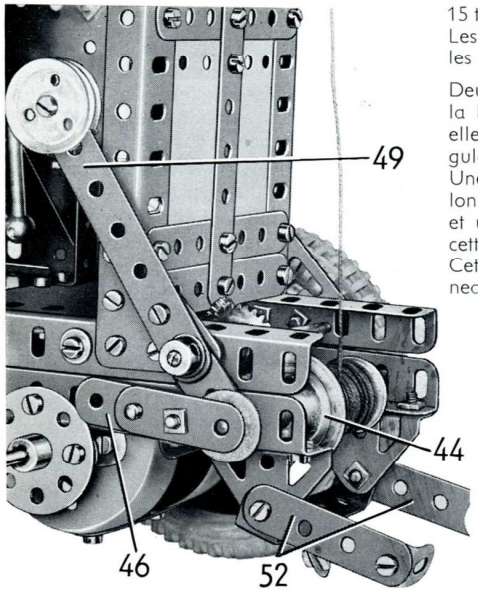

FIG. 6 *Le contrepoids et le levier montés à une extrémtié de l'arbre du tambour d'enroulement.*
L'entraînement du treuil se commande en faisant coulisser la tringle de 11,5 cm. vers le haut dans les trous allongés jusqu'à ce que l'anneau de caoutchouc de la poulie (44) appuie contre la bague d'arrêt (43). Le mouvement de la tringle est commandé par un bras de manivelle (45) (fig. 8), et un bras de manivelle double (46) prolongé par une bande de 3 trous (fig. 6). Ces pièces sont fixées sur une tringle de 13 cm. (47) qui passe dans les bandes de 3 trous boulonnées au-dessus des trous allongés du châssis. Un bras de manivelle double (48) est fixé sur la tringle (47). Le bras de manivelle (45) et la bande boulonnée sur le bras de manivelle double (46) sont glissés aux extrémités de la tringle qui porte le tambour du treuil. D'un côté, un levier formant contrepoids (49) est monté sur la tringle et est tenu écarté de la bande de 3 trous par deux disques de 19 mm. Le levier est constitué par une bande-glissière de 5 cm. et une bande de 7 trous qui se recouvrent sur deux trous, et il est tenu par une bague d'arrêt à une extrémité de la tringle (42). L'extrémité supérieure du levier est lestée par deux poulies folles de 25 mm.
Deux bandes de 4 trous (52) sont réunies à la bande de 15 trous par des équerres, et elles sont boulonnées sur des embases triangulées coudées fixées sur le châssis (fig. 6). Une bande coudée de 60×12 mm. est boulonnée entre les embases triangulées coudées, et une bande de 5 trous (53) est fixée sur cette dernière par une équerre à 135°. Cette bande est disposée de façon que l'anneau de caoutchouc monté sur la poulie (44) appuie contre elle quand le tambour du treuil est tiré par son ressort au bas des trous allongés. Ceci constitue un frein automatique qui n'agit plus quand le tambour se relève pour fonctionner.